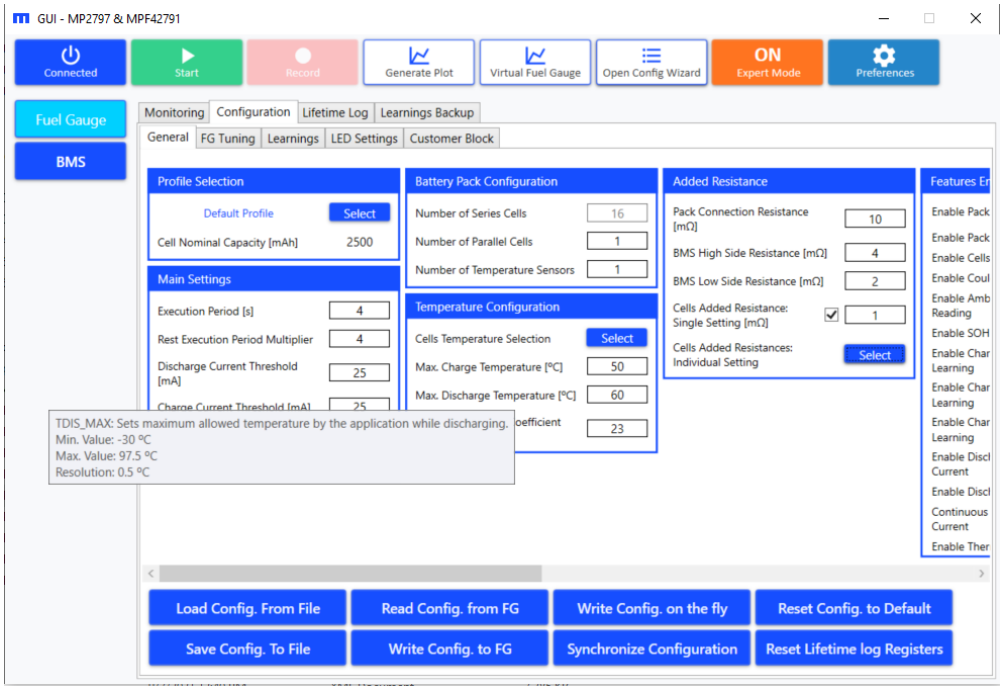

Figure 45: Fuel Gauge Configuration (Register Details)
d. Place the cursor on top of a register name to display that register’s information (see Figure 45). For more detailed information on the registers, refer to the MPF4279x datasheet.
The new generation offers a wide variety of learning configurations that can enhance performance. Hover the cursor over a parameter to read about that parameter’s information (see Figure 45 on page 34).